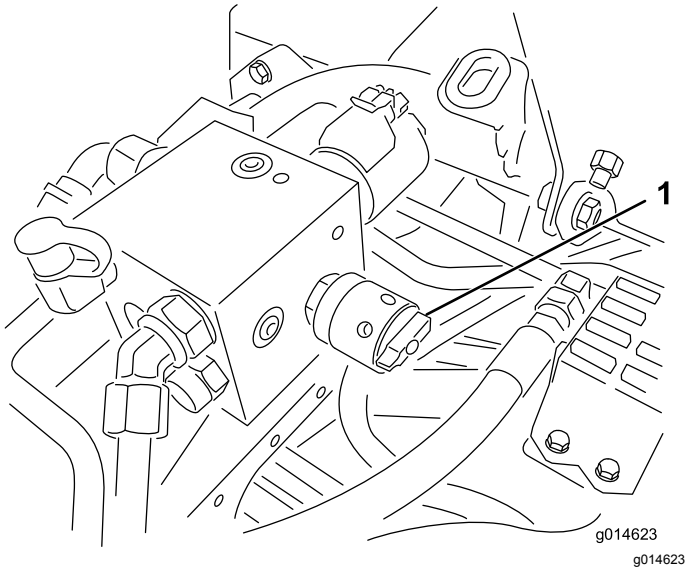

Rysunek 52
6. Obróć element sterujący prędkością wirników do ustawienia 1 (Rysunek 52).